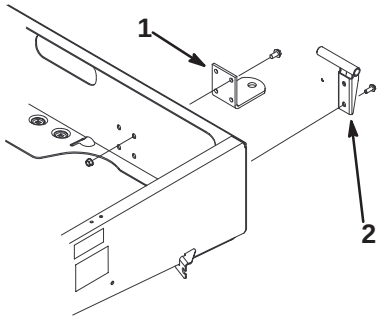

Figuur 7
2. Monteer de linkse draaibeugel aan de linkerhoek van de achterzijde van het frame met twee flensschroeven (3/8 x 1 inch). Plaats de beugel zoals wordt getoond in Figuur 7.